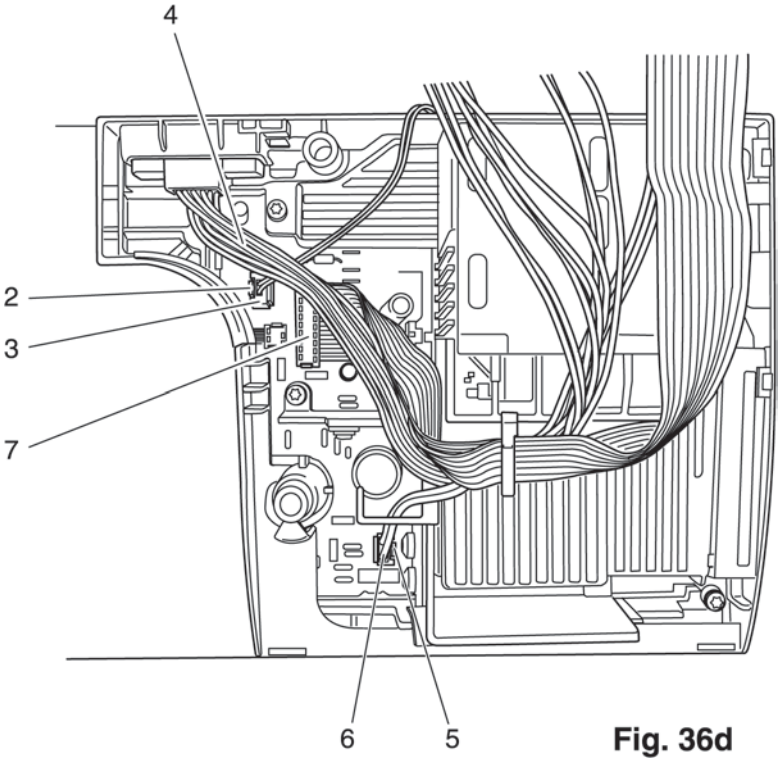

Fig. 36d
- Mount the three connection plugs 3, 6 and 7 on the circuit board (fig. 36d).